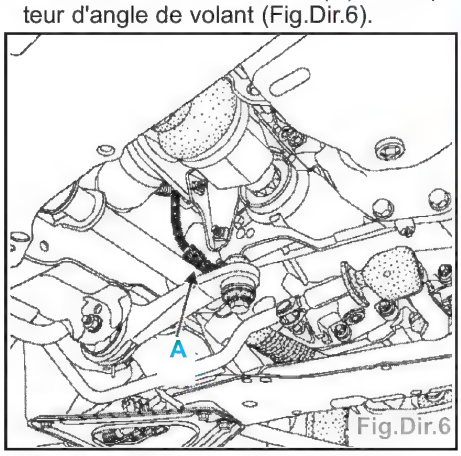

Fig.Dir.6
- Débrancher le connecteur (A) du capteur d'angle de volant (Fig.Dir.6).